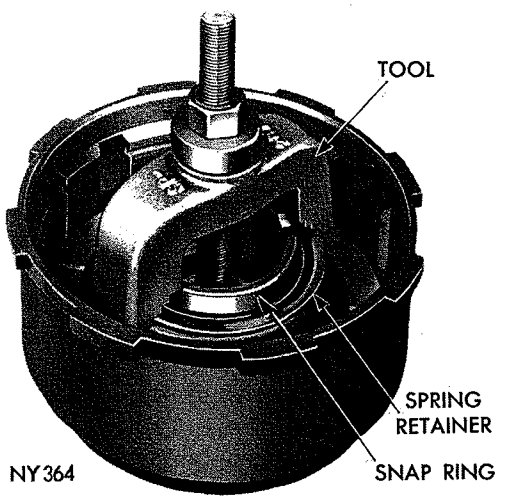
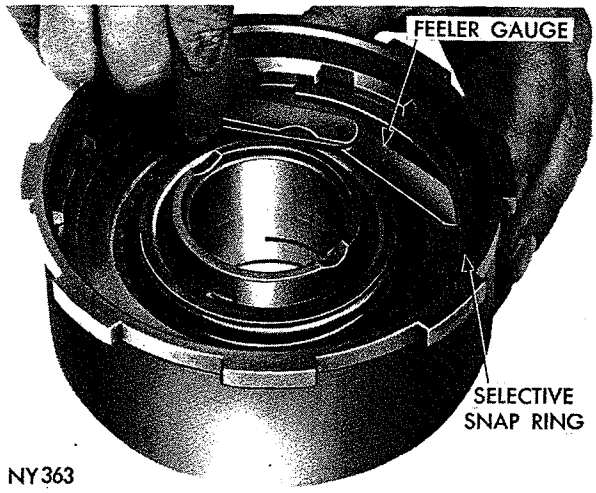

*Fig. 79—Removing or Installing Front Clutch Retainer Snap Ring*
*Fig. 81—Measuring Front Clutch Plate Clearance*
(1) Use a screw driver to remove large snap ring that secures pressure plate in the clutch piston retainer. Lift pressure plate and clutch plates out of the retainer.
(2) Install compressor, Tool C-3575 over piston spring retainer (Fig. 79). Compress spring and remove snap ring, then slowly release tool until spring retainer is free of the hub. Remove tool, retainer and spring.
(3) Invert clutch retainer assembly and bump it on a wood block to remove the piston. Remove seal rings from the piston and clutch retainer hub.
(1) Lubricate and install inner seal ring on hub of clutch retainer. Make sure lip of seal faces down and is properly seated in the groove.
(2) Lubricate and install outer seal ring on clutch piston, with lip of seal toward bottom of clutch retainer. Place piston assembly in retainer and, with a twisting motion, seat piston in bottom of retainer.
(3) Place spring on piston hub and position spring retainer and snap ring on the spring. Compress spring with Tool C-3575 (Fig. 79), and seat snap ring in hub groove. Remove compressor tool.
(4) Lubricate all clutch plates, install one steel plate followed by a lined plate until all plates are installed. Install pressure plate and snap ring. Make sure snap ring is properly seated.
(5) With front clutch completely assembled, insert a feeler gauge between pressure plate and snap ring (Fig. 81). The clearance should be .056 to .104 inch for the four plate clutch, and .042 to .087 inch for the three plate clutch. If not, install a snap ring of proper thickness to obtain specified clearance.